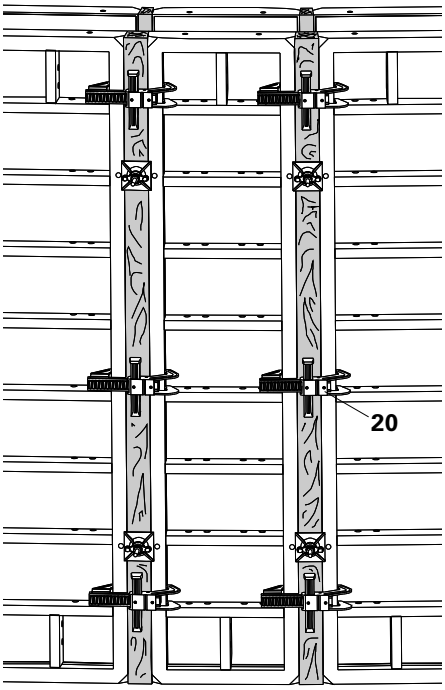

Rys. A17.03
- Przy łączeniu płyt, zamków BFD nie należy zakładać na żebrach płyt. (Rys. A17.03)